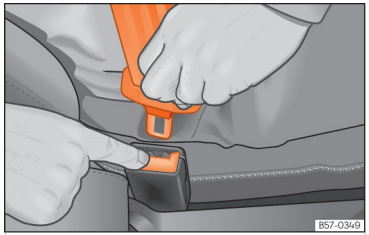

**Fig. 22** Release the seat belt's latch plate.
- Press the red button on the buckle ››› Fig. 22. The latch plate is released from the buckle.